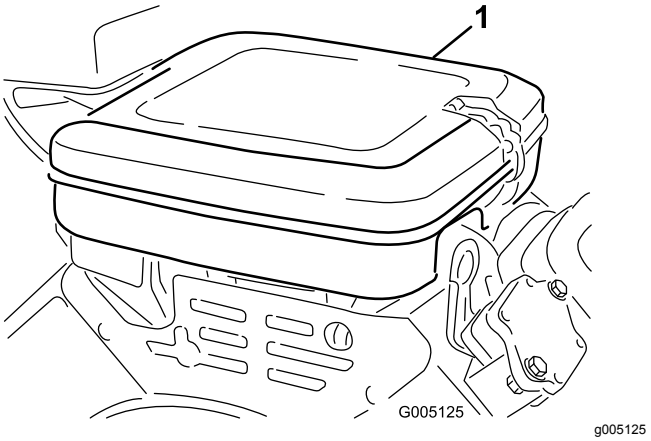

Figur 36
1. Rengjør dekselet grundig (Figur 36).